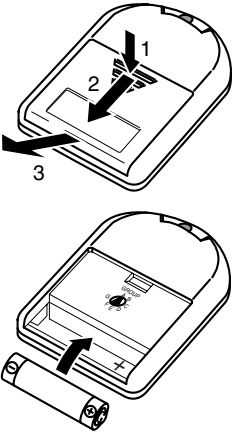

Fig. 2: Installazione della batteria (cambio)
- Rimuovere il coperchio del vano batteria del trasmettitore (cfr. Fig. 2, pagina 29).
- Con un giraviti adatto, regolare l'interruttore di gruppo (1) sul gruppo (per es. **A**) dell'indirizzo di apparecchio desiderato.